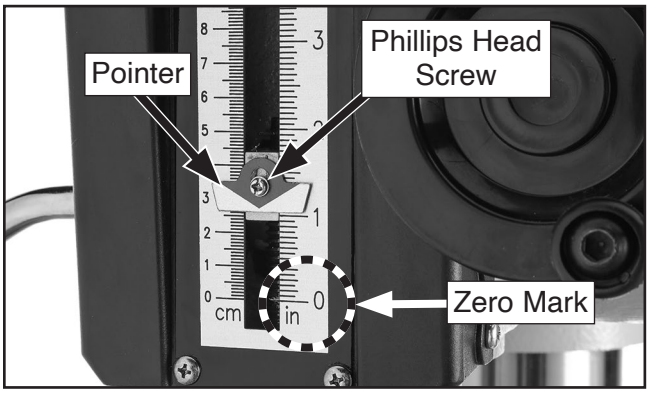

Figure 65. Depth stop pointer calibration components.
1. Lower spindle all the way, then tighten quill lock lever to secure it in place. Top of pointer should be at zero mark on scale (see **Figure 65**).
2. Loosen Phillips head screw shown in **Figure 65**, and position pointer so its upper edge aligns with zero, then re-tighten screw.